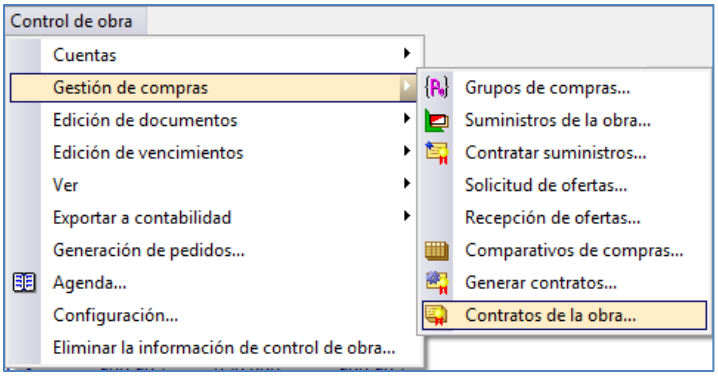
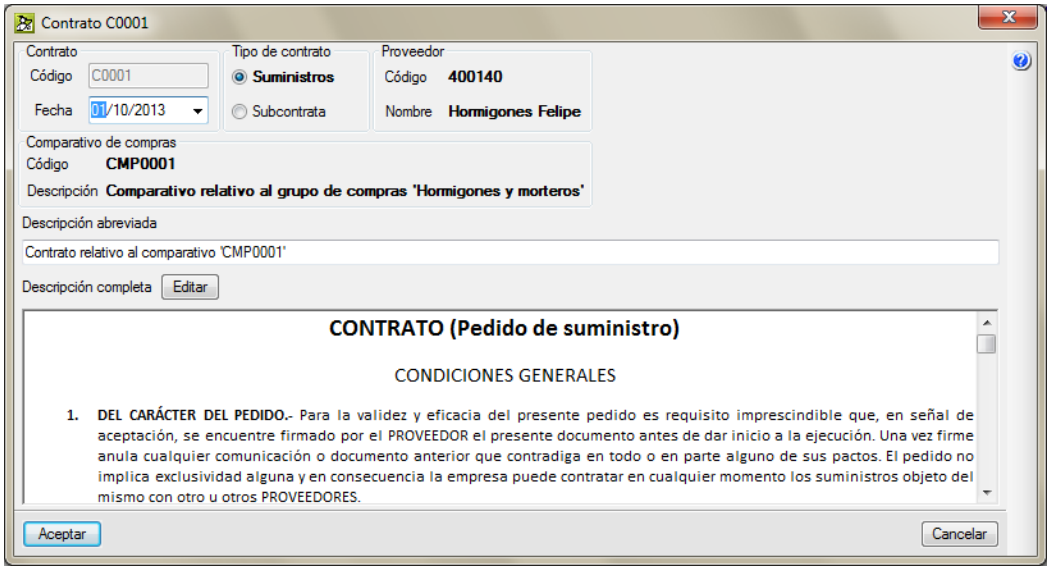

Fig. 3.71
Fig. 3.72
La opción del menú **Control de Obra > Gestión de compras > Contratos de la obra** Fig. 3.71 abre un diálogo que contiene la lista de contratos generados para visualizarlos y editarlos Fig. 3.72 el cual se divide en dos zonas.
- El botón **Suprimir elemento seleccionado de la lista** permite borrar un contrato. El botón **Editar elemento seleccionado en la lista** muestra el diálogo de la Fig. 3.72 el cual permite editar y visualizar la letra pequeña del contrato pulsando sobre el botón **Editar**.